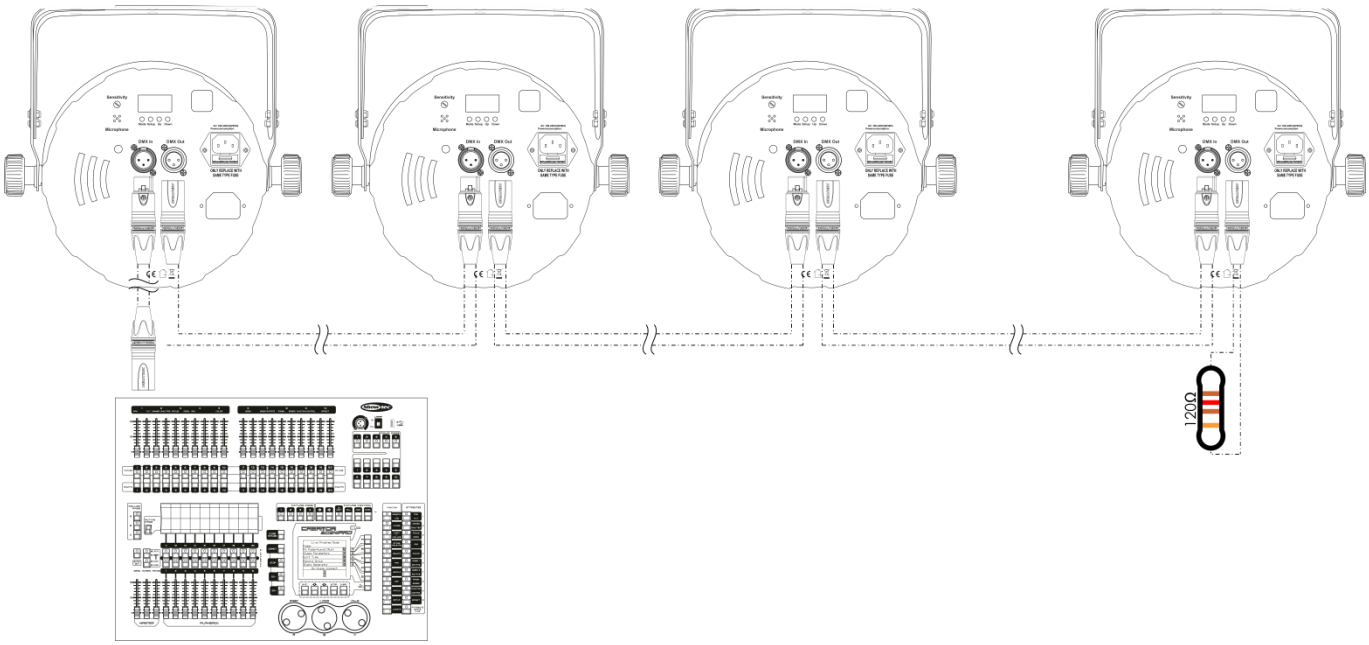

Fig. 03
04) Link the units as shown in fig. 03. Connect the first unit's DMX "out" socket with the second unit's "in" socket, using a DMX-signal cable. Repeat this process to link the second, third, and fourth units.